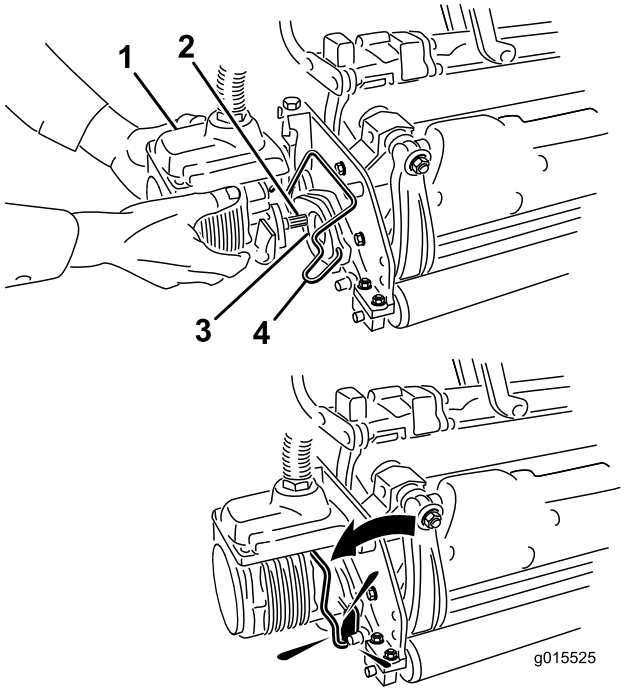

**Figur 15**
11. Stryk på rent fett på klippenhetsmotorns räfflade axel (Figur 15).
12. För in motorn på vänster sida av klippenheten (sett från förarsätet) och dra motorfäststaget på klippenheten mot motorn tills du hör ett klickljud från båda sidorna av motorn (Figur 15).